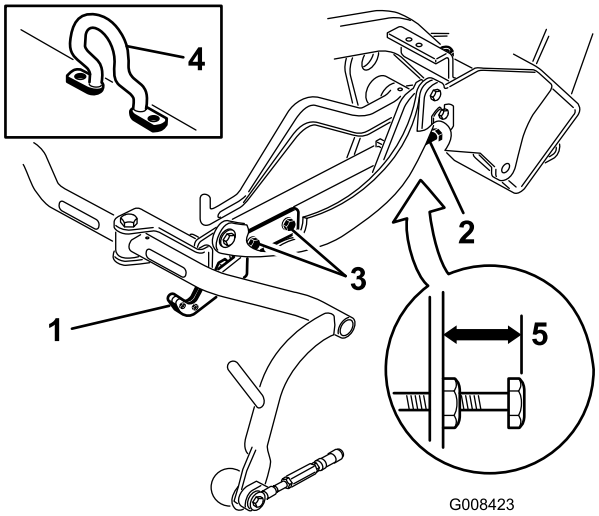
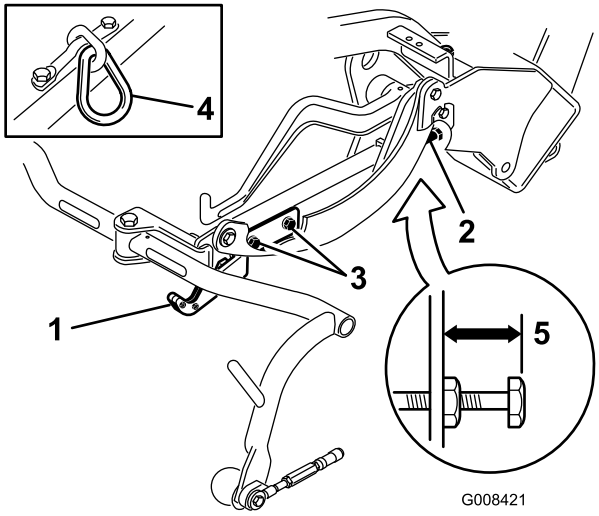
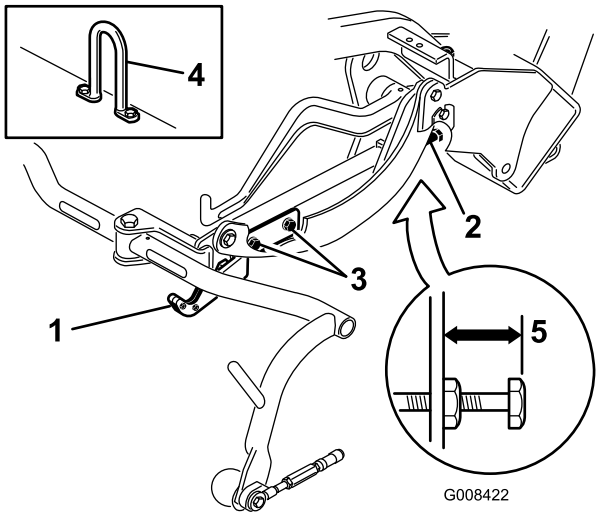

Figur 12
Figur 13
Figur 14
Kontrollera transporthöjden (Figur 13 och Figur 14) och justera vid behov.
2. På klippenheter som är utrustade med böjd lyftkrok (Figur 12, infällning) ska du kontrollera att avståndet från ovansidan av bärramsjusteringsskruven till baksidan av bärramen är 25 mm. Gå vidare till steg 4 om avståndet inte är 25 mm.
3. På klippenheter som är utrustade med kedjelänk eller rak lyftkrok (Figur 13 och Figur 14, infällningar) ska du kontrollera att avståndet från ovansidan av bärramsjusteringsskruven till baksidan av bärramen är 22 mm. Gå vidare till steg 4 om avståndet inte är 22 mm. Gå vidare till nästa steg om klippenheten är utrustad med böjd lyftlänk (Figur 12).
4. Lossa på den främre transportplattans monteringsskruvar (Figur 13, Figur 14 och Figur 12).
7. Lossa på kontramuttern på bärramsjusteringsskruven om bärramarna inte befinner sig på samma höjd (Figur 12, Figur 13 och Figur 14). Rotera skruven utåt för att höja, och inåt för att sänka. Dra åt kontramuttern när rätt höjd har uppnåtts.